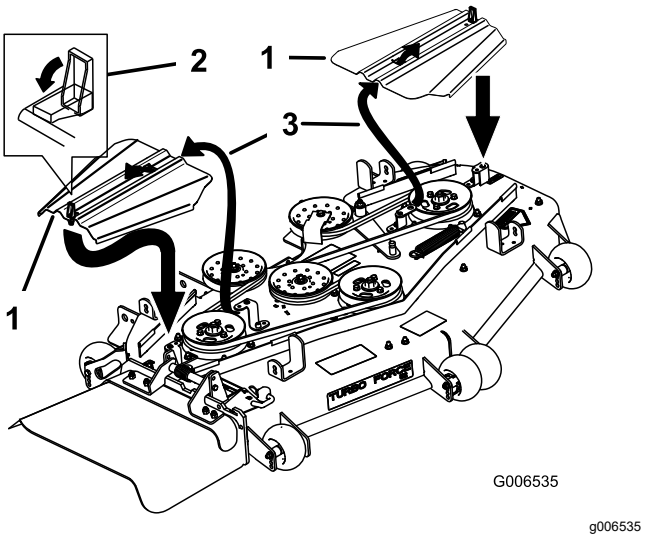

Figuur 84
12. Schuif de aandrijfriemkappen in de lippen, monteer de bouten en zet de sluitingen vast (Figuur 84).